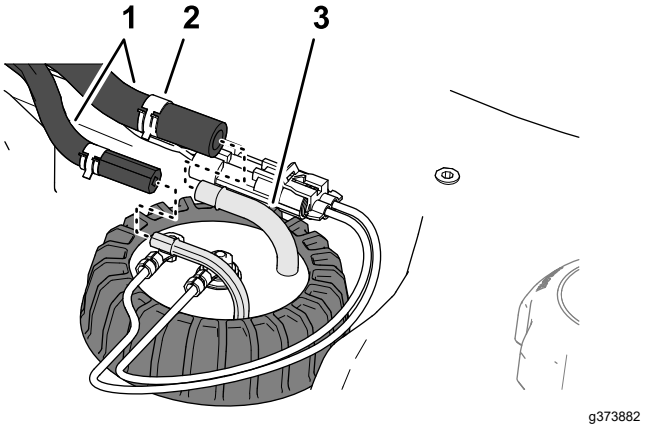

Figur 89
4. Flyt de klemmer, der fastgør slangerne til brændstofsenderens fittings, inden i, og fjern slangerne fra fittingsene (Figur 89).